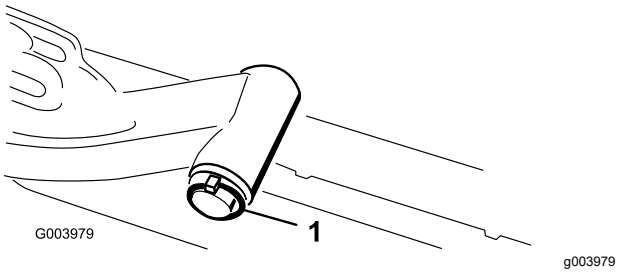

Figuur 18
A. Verwijder de lynchpen en de ring waarmee de as van het draaipunt van de hefarm is bevestigd aan de hefarm, en schuif de as uit de hefarm (Figuur 18).
C. Steek de as van de hefarm in de hefarm en zet deze vast met de ring en de lynchpen (Figuur 18).